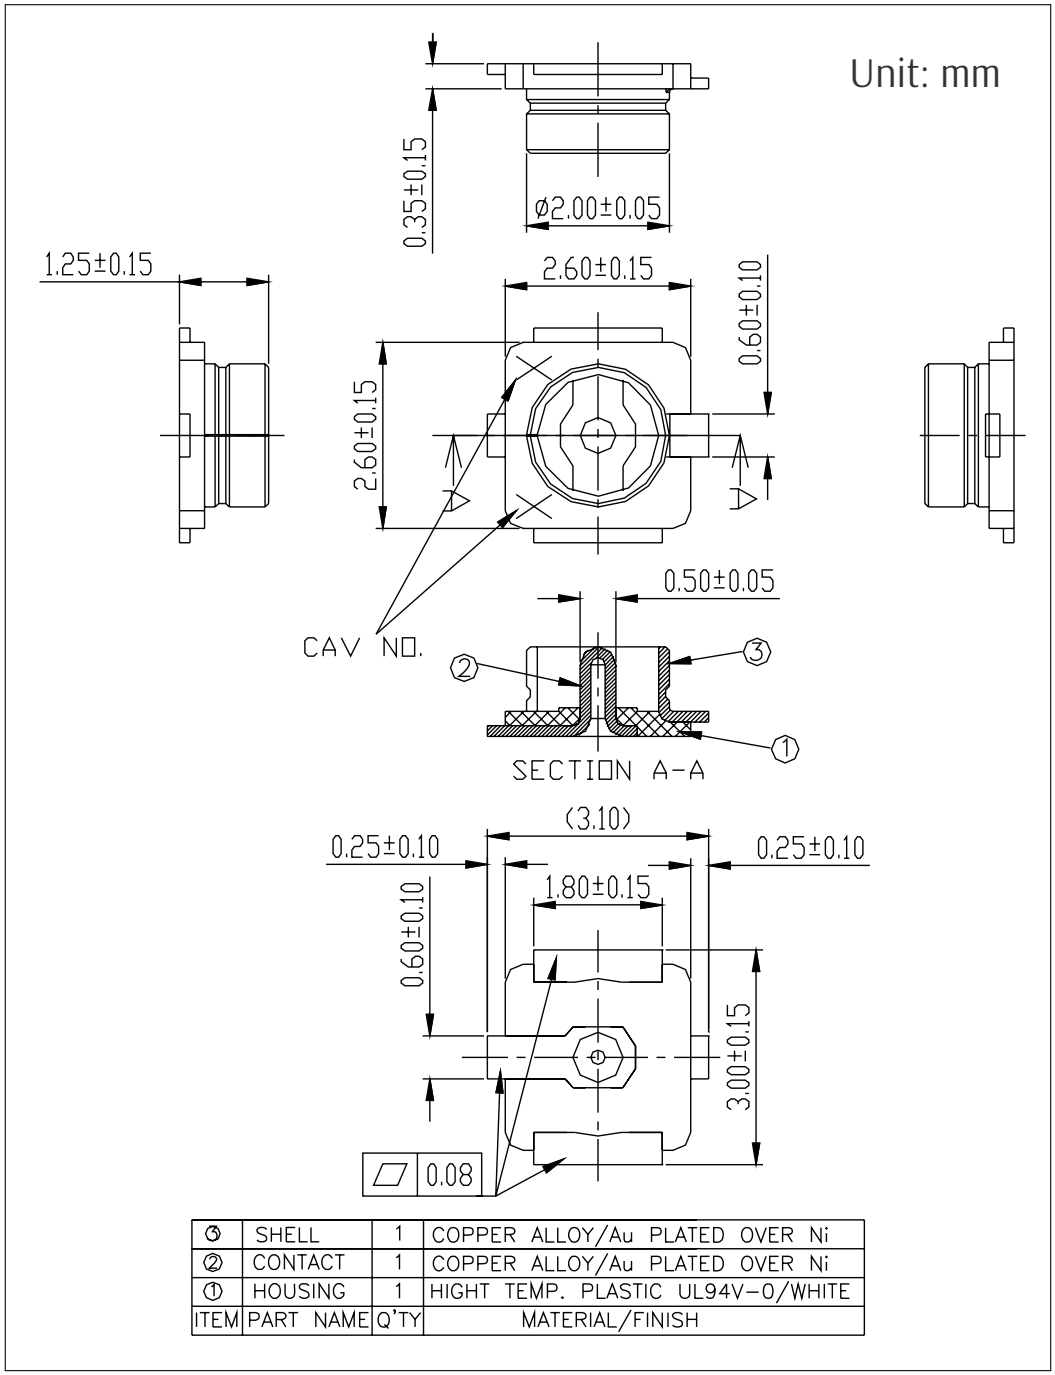

图 10: 外部天线连接器尺寸图
ESP8684-WROOM-02UC 采用图 10 外部天线连接器尺寸图 所示的第一代外部天线连接器，该连接器兼容：
- 接口规格与模组天线连接器接口匹配，参考图 10 外部天线连接器尺寸图